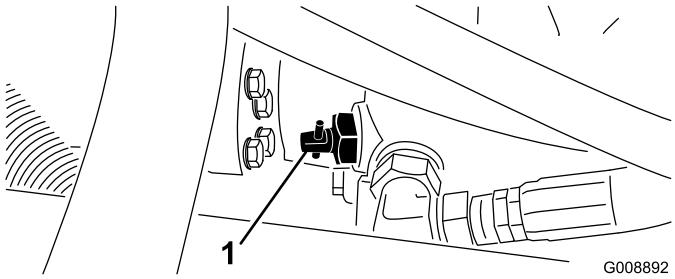

Figur 27
1. Lokalisera överströmningsventilen på pumpen (Figur 27) och vrid den 90°.